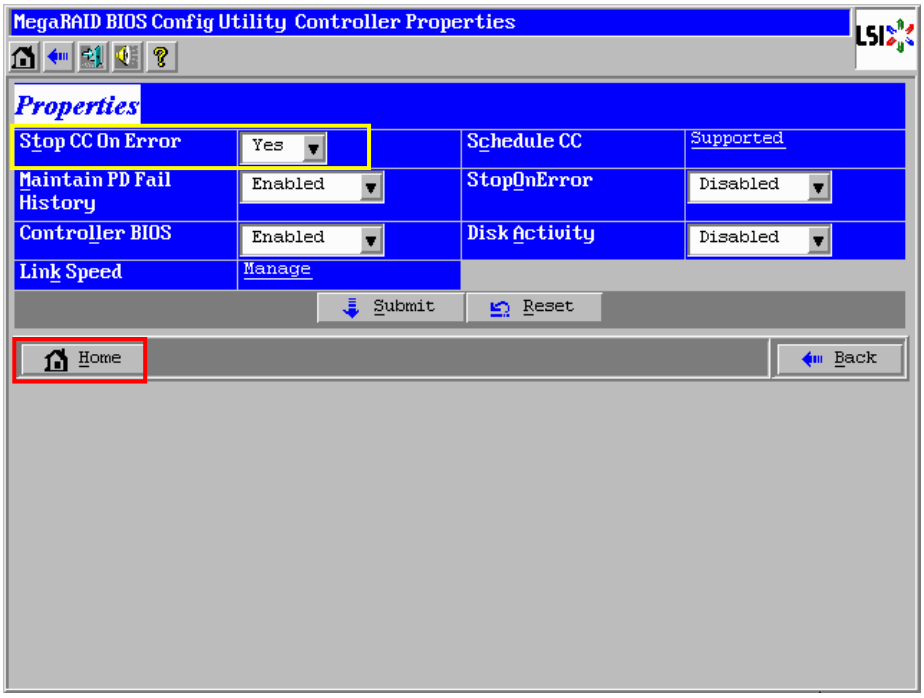

Figure B.2.8-7 Config Information window (4)
(9) The config information window (4) is displayed as shown in Figure B.2.8-7.